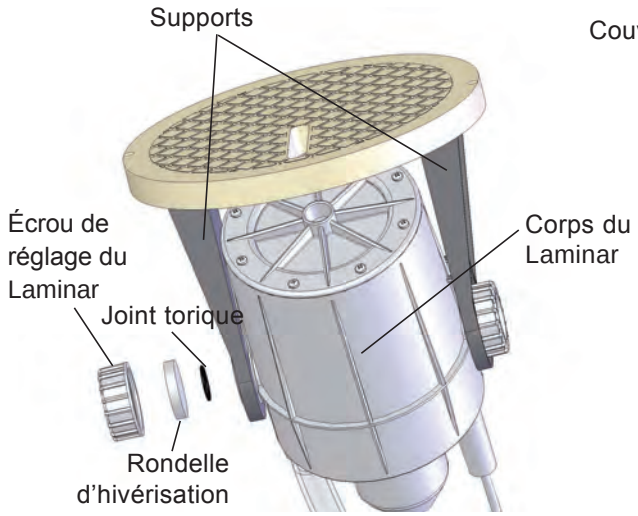
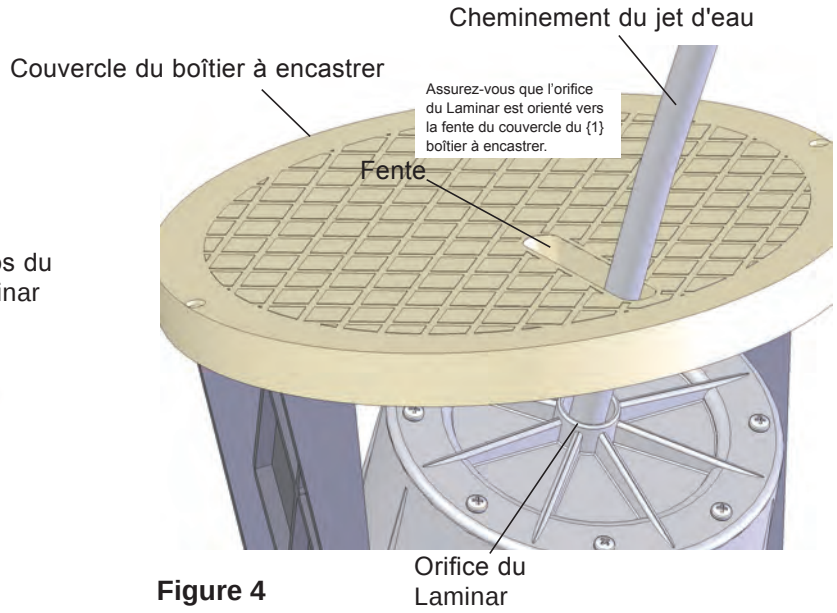

Figure 3
Figure 4
1. Écartez précautionneusement les branches du support et glissez le Laminar dans les passages que présentent celles-ci (Figure 3), en vous assurant que l'orifice du Laminar est orienté vers la fente supérieure du couvercle du boîtier à encastrer (Figure 4).